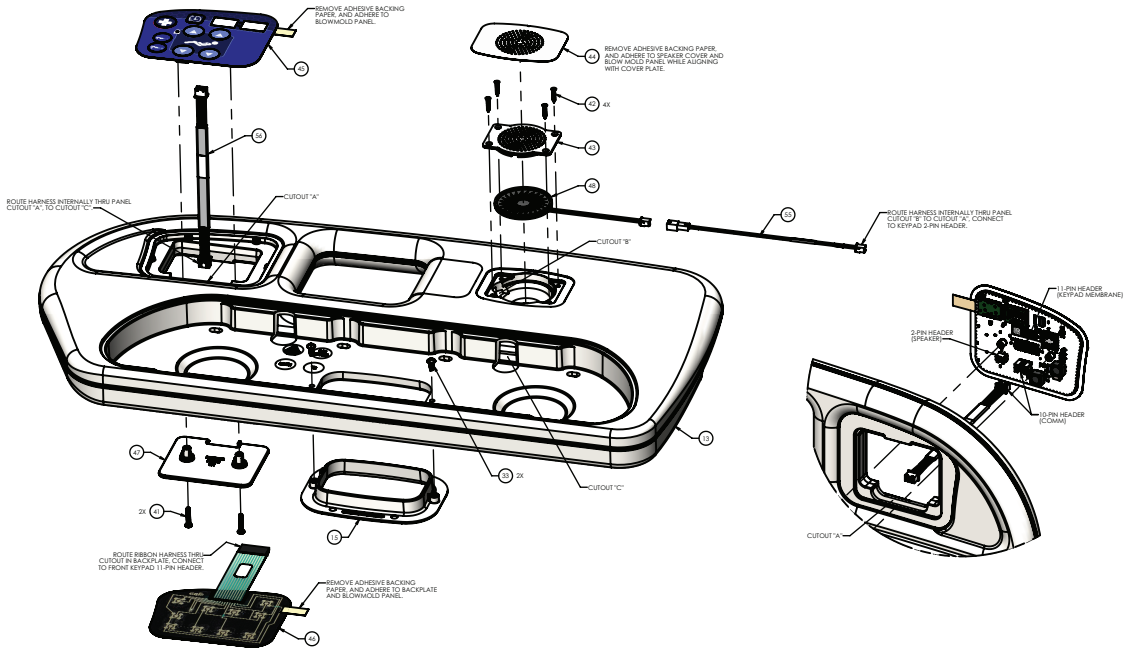

Figure 40 – Remplacement de la membrane de la barrière de tête de lit, côté droit du patient
6. À l'aide d'un outil à pointe, retirer la membrane externe (46) de l'arceau de barrière (13) (Figure 40).
7. À l'aide d'un tournevis cruciforme n° 2, retirer et conserver les deux vis (41) qui fixent la plaque de support de la membrane (47) à l'ensemble de barrière (Figure 40).
8. Déconnecter la membrane externe (46) de la carte de commande de la membrane interne et la jeter (Figure 40).
10. À l'aide d'un outil à pointe, retirer la membrane interne (45) de l'arceau de barrière (13) et la jeter (Figure 40).
6. À l’aide d’un outil à pointe, retirer et jeter l’étiquette de la barrière externe (14) (Figure 40).
7. À l’aide d’un outil à pointe, retirer la membrane externe (46) de l’arceau de barrière (13) (Figure 40).
8. À l’aide d’un tournevis cruciforme n° 2, retirer et conserver les deux vis (41) qui fixent la plaque de support de la membrane (47) à l’ensemble de barrière (Figure 40).
9. Déconnecter la membrane externe (46) de la carte de commande de la membrane interne et la jeter (Figure 40).
11. À l’aide d’un outil à pointe, retirer la membrane interne (45) de l’arceau de barrière (13) et la jeter (Figure 40).
12. À l’aide d’un tournevis à douille de 3/8 po, retirer et conserver les six boulons (34) qui fixent l’arceau de barrière (13) à l’ensemble de barrière (Figure 40).
13. Jeter l’arceau de barrière (13).